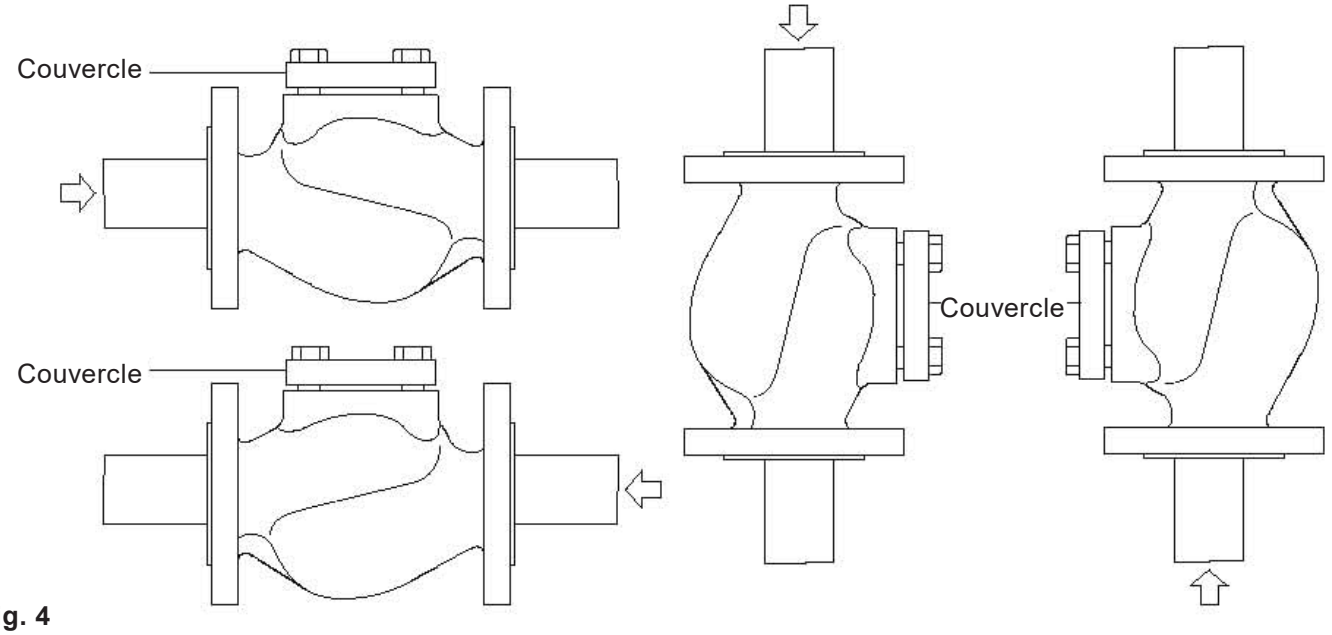

Fig. 4
3.4 Le LCV peut être installé sur une tuyauterie horizontale ou verticale (voir Fig. 4).